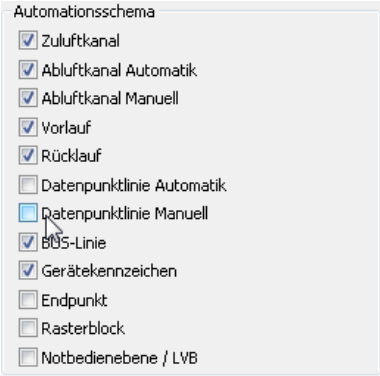

Bild 34.5 – Ausschalten der Datenpunktlinien-Layer im Layer-Dialog
- schalten Sie am Besten die beiden Layer für Datenpunktlinien aus. Auf diese Art können Sie die Linien ohne Überdeckungen übersichtlich und fehlerfrei zeichnen (Abb. 34.5).